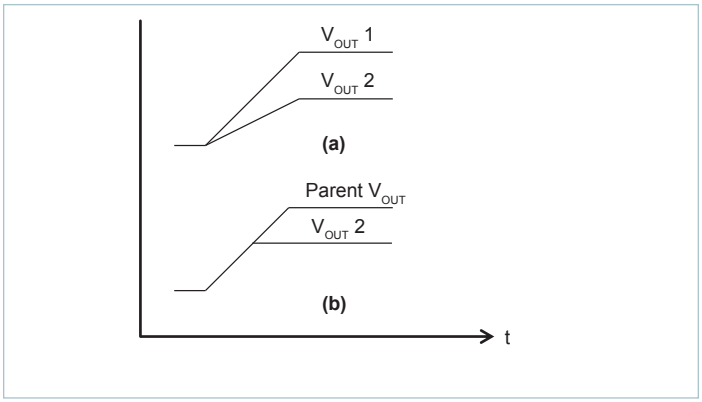

Figure 40 — *PI33xx tracking methods*
There is typically either proportional or direct tracking implemented within a design. For proportional tracking between several regulators at start up, simply connect all devices TRK pins together. This type of tracking will force all connected regulators to start up and reach regulation at the same time (see Figure 40(a)).
All connected regulators' soft-start slopes will track with this method. Direct tracking timing is demonstrated in Figure 40(b). All tracking regulators should have their Enable (EN) pins connected together to work properly.